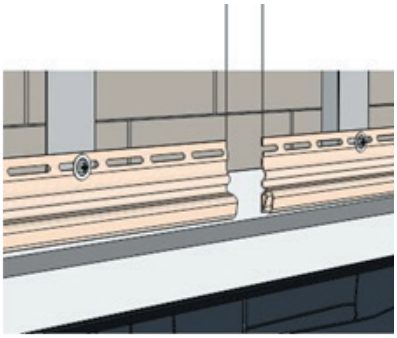

*Рисунок 72*
**16.2** В случаях если длина стены более 3-х метров, соединение стартовых планок делается с зазором 10-15 мм (рис. 72), это необходимо для теплового расширения.